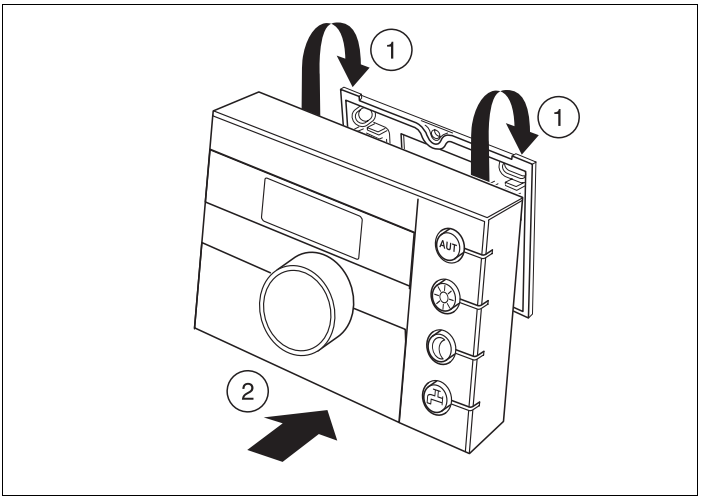

Rys. 4 Założenie regulatora temperatury pomieszczenia RC20
- Osadzić regulator RC20 od góry na płytce montażowej zgodnie z kierunkiem wskazywanym przez strzałki (rys. 4, **poz. 1**).
- Docisnąć regulator RC20 od dołu, w kierunku wskazywanym przez strzałkę, do płytki montażowej. Płytka powinna się zatrzasnąć (rys. 4, **poz. 2**).
- Odblokować regulator RC20 od dołu i wyczepić w kierunku ku górze (rys. 4, **poz. 2**).